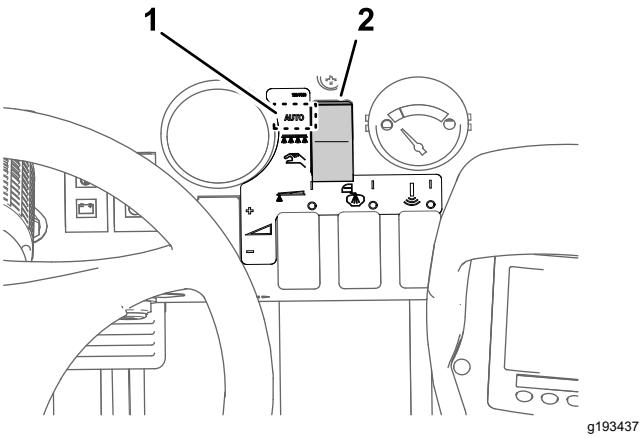

Figura 43
3. Acione o botão do modo de pulverização para o Modo de taxa de aplicação (Figura 43).